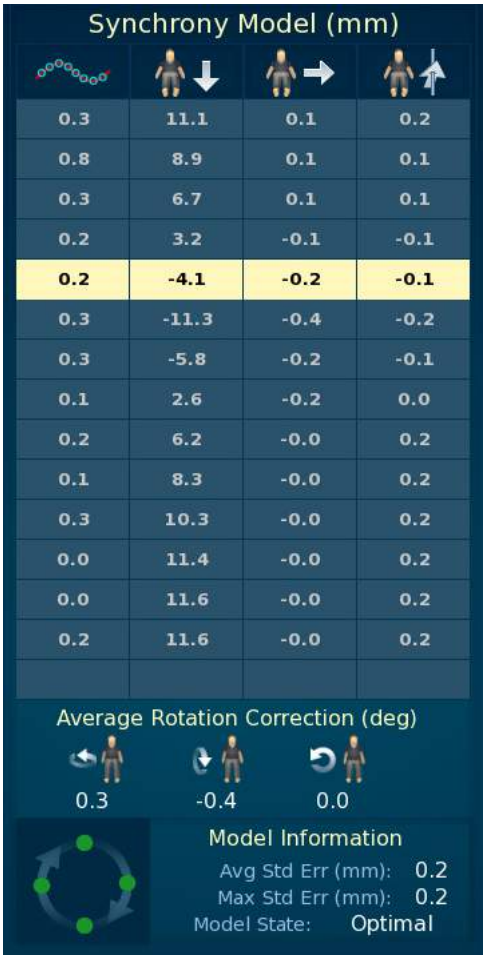

Figura 8 Tabela Synchrony Model (Modelo do Synchrony) (mm) para o modo de rastreamento com marcas fiduciais (tela à esquerda da fase Synchrony)
A tabela **Synchrony Model** (Modelo do Synchrony) (mm) (no painel à esquerda, entre os dois painéis de imagens de raio X ao vivo) exibe os valores de Offset (Deslocamento) e outras informações de todas as imagens obtidas no modelo do Synchrony atual(consulte a Figura 8). Essas informações são usadas à medida que você analisa o modelo do Synchrony. Ao alternar pela primeira vez para a fase **Synchrony**, a tabela **Synchrony Model** (Modelo do Synchrony) **(mm)** estará vazia e nenhuma imagem de raio X ao vivo será exibida até que você comece a construir um modelo do Synchrony.
- ***Average Rotation Correction (deg)*** (Média de correção de rotação - graus): (*Modo de rastreamento com marcas fiduciais e Decúbito ventral Xsight*) A média dos valores rotacionais para imagens no modelo atual do Synchrony (consulte a Figura 8 na página 11-14).